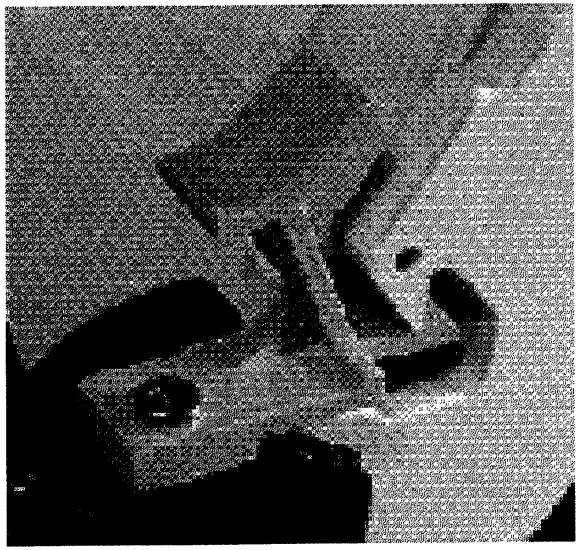

Рис. 4-34 **Фиксатор кассеты принтера**
3. Снимите фиксатор и замените его на новый, как показано на рис. 4-34.